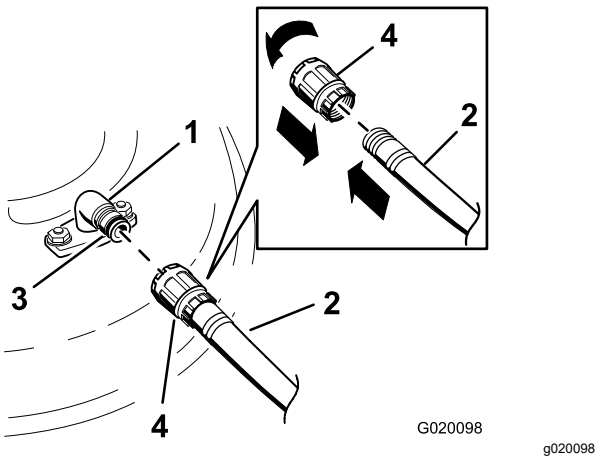

Figura 79
3. Coloque união da mangueira na extremidade de limpeza do cortador e ligue a água em elevado (Figura 79).